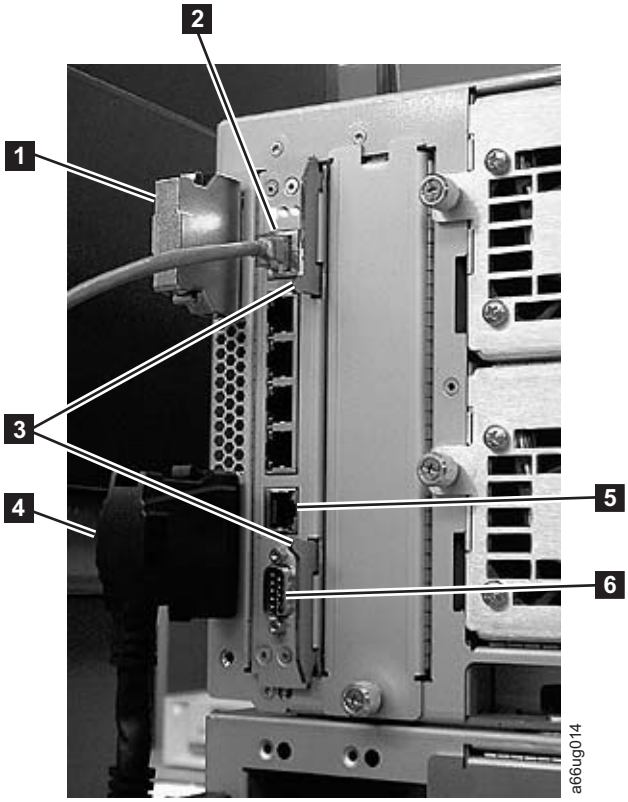

Figure 7-49. Library Control Blade (LCB)
2. On the LCB (Figure 7-49 on page 7-46), disconnect the Ethernet cable (**2** in Figure 7-49 on page 7-46) by pinching the tab to disengage the cable, and then pull the connector out of the LCB.
Note: Six slots reside below the Ethernet cable. The four topmost slots are reserved for future use. The two bottommost slots are designated as Ethernet (**5** in Figure 7-49 on page 7-46) and serial (**6** in Figure 7-49 on page 7-46
3. Grasp the pair of latches (3 in Figure 7-49) near the top and bottom of the LCB. Simultaneously push the latches to the left, and then pull them out and away from the LCB.